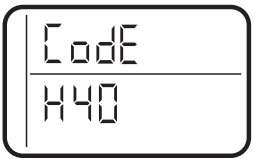

Figure 19
6. Press and hold the **MODE/SET** button until the mode code (H40 for GXSHC40N) shows in the display (see Figure 19). This code identifies the softener mode. If an incorrect model code is displayed, the softener will operate on incorrect configurations data.